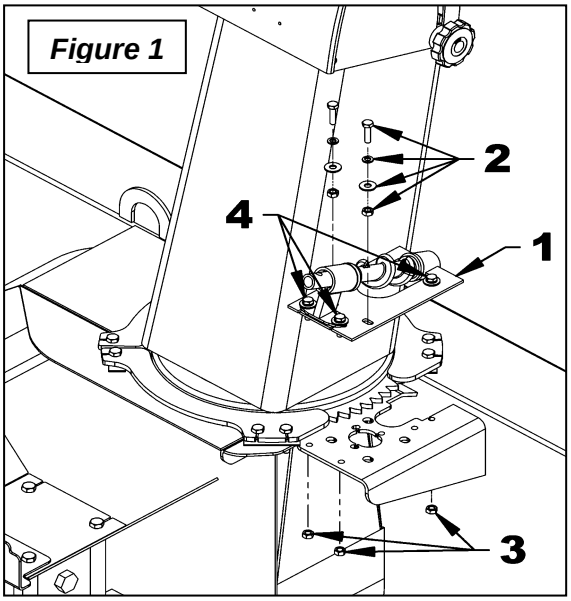

Figure 1
2. **FIGURE 1:** Retirer du support de spirale de rotation (item 1) les deux boulons 1/4”NC x 1”, deux rondelles plates 1/4", deux rondelles de blocage 1/4" et deux écrous 1/4" (item 2). Cette quincaillerie n’est plus nécessaire pour ce montage.
3. **FIGURE 1** Retirer uniquement les trois écrous 1/4" (item 3) du support de spirale de rotation (item 1).
4. **FIGURE 1:** Installer le support de spirale de rotation pré-assemblé (item 1) sur la base de la chute. Fixer à l’aide de trois boulons 1/4" x 1", rondelles de blocage 1/4", rondelles plate 1/4" déjà installés (item 4) et les écrous 1/4" (item 3) précédemment retirés.